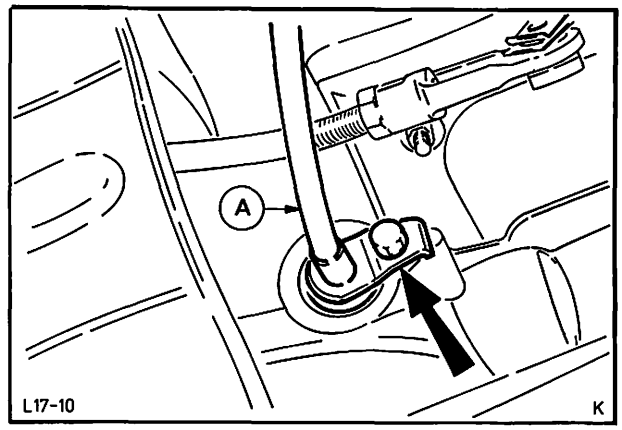

Abb. 21 Befestigung – Tachowelle
9. Tachowelle von der Getriebeverlängerung abbauen. Abb. 21.